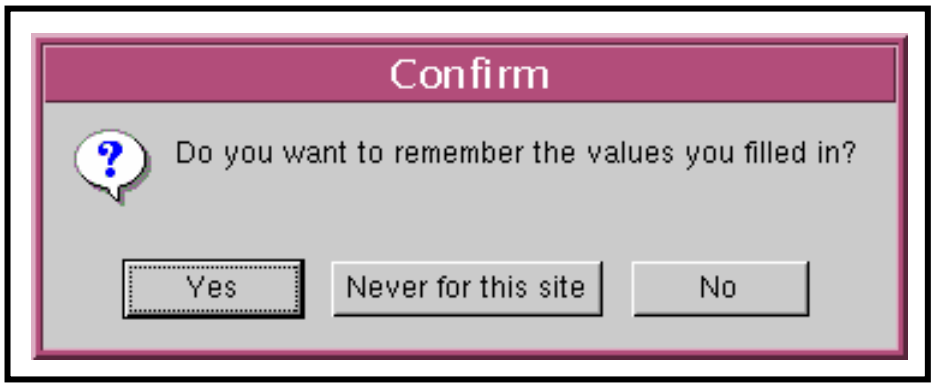

Figure 59. "Remember Values" Confirmation Dialogue Box
- A **"Remember Values" Confirmation** dialogue box (Figure 59) is displayed.
6 If a **"Remember Values" Confirmation** dialogue box (Figure 59) is displayed, click on the appropriate button from the following selections: